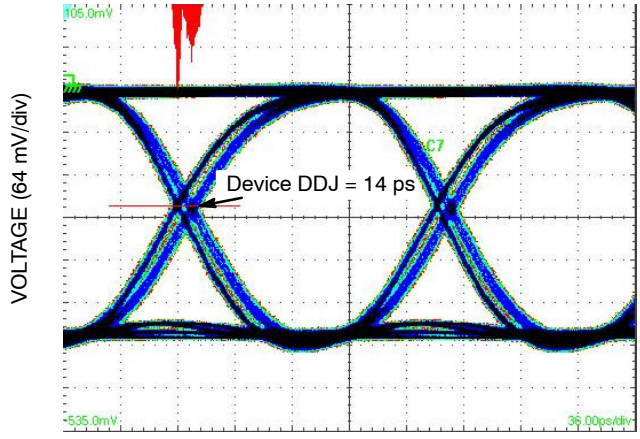

Figure 12. Typical Output Waveform at 6.125 Gb/s with PRBS 223−1 (VINPP = 400 mV; Input Signal DDJ = 15 ps)
1. Measured by forcing V_{INPP}(MIN) from a 50% duty cycle clock source. All loading with an external R_L = 50 Ω to V_{CC}. Input edge rates 40 ps (20% – 80%). See Figure 12 and 14.